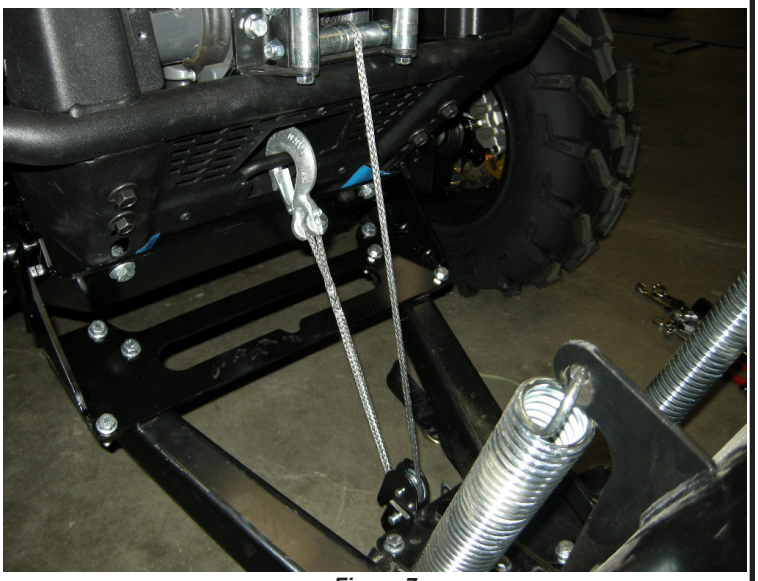

Figure 7
8. Connect the winch hook to the vehicle's front tow hook. See Figure 7.